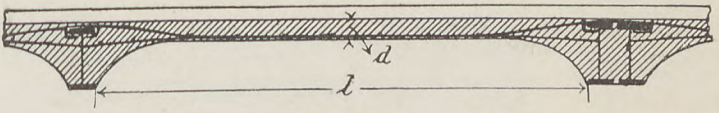

Fig. 110.
13. Koenensche Voutendecke, Fig. 110, vom Reg.-Baumeister Koenen (Aktiengesellschaft für Beton- und Monierbau). Verbindung von Rundeisenstäben mit Beton. Stärke der Stäbe 1 cm, Entfernung von einander 6 cm. Die lichte Spannweite l = 300, die Stärke d im Scheitel = 10 cm. Geringe Konstruktionshöhe bei vorzüglicher Materialausnutzung. Ausführbar für Zimmerdecken, für Balkonplatten u. s. w. Spannweiten bis 6,0 m sind möglich.